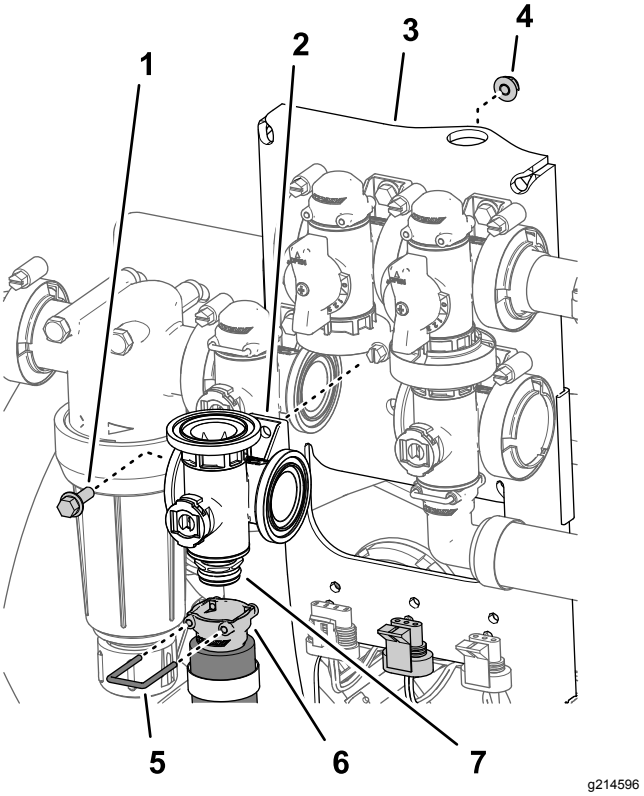

Figur 113
2. Fjern holderen som fester hurtigkoblingsnippelen til manifoldhurtigkoblingen for risteventilen (Figur 113).
3. Fjern flenshodebolten (¼ x ¾ tomme) og flenslåsemutteren (¼ tomme) som fester risteventilen til ventilfestet, og fjern ventilmanifolden fra maskinen (Figur 113).